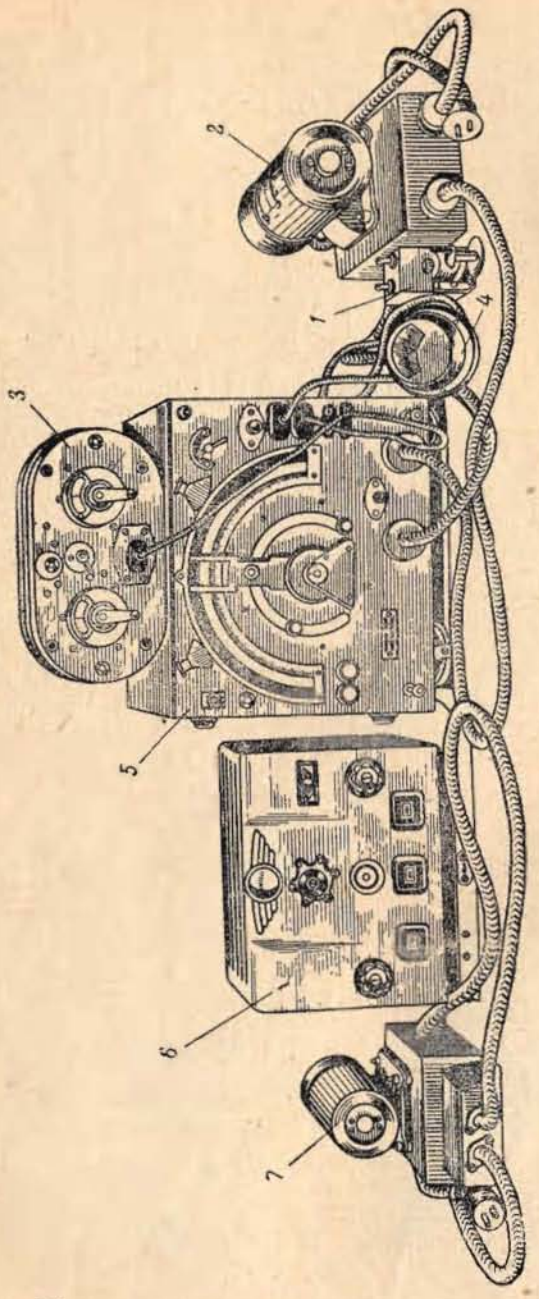

Рис. 17. Общий вид радиостанции РСР-1:
3. *Комплект* радиостанции (рис. 17) состоит из: